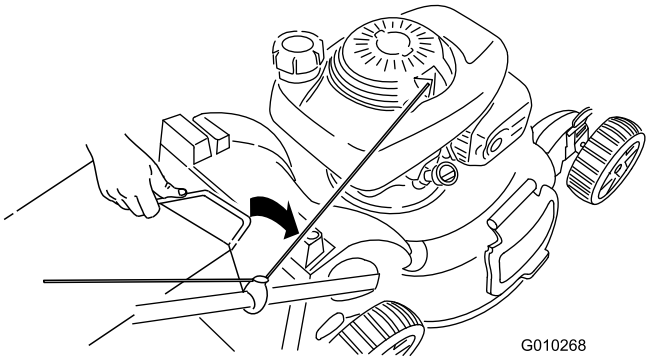

Figur 29
3. Før gressposehåndtaket inn i sporene øverst på gressklipperen (Figur 29).